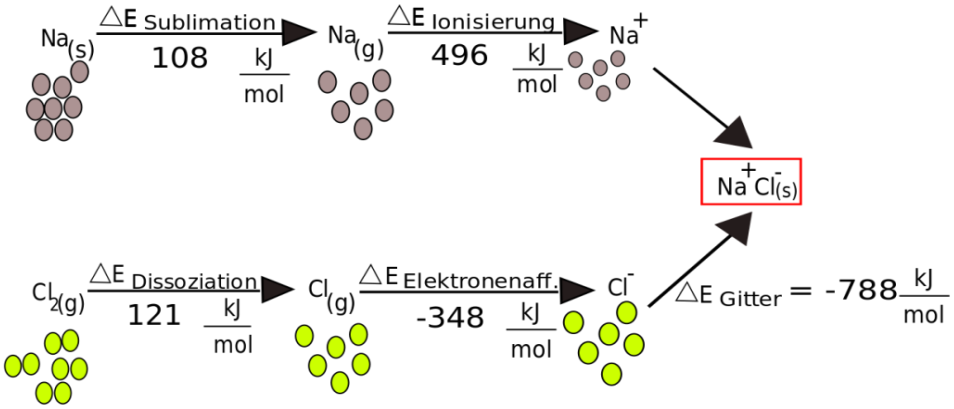

Abb. 1.19: Einzelschritte und deren Energiebeträge bei der Bildung von NaCl aus den Elementen
(1) Das Natriummetall muss verdampfen und Einzelatome bilden (**Sublimation** durch Energiezufuhr, Abb. 1.19 oben links),
(2) die Chlorgasmoleküke müssen in Einzelatome zerlegt werden (**Dissoziation** in Einzelatome durch Energiezufuhr, Abb. 1.19 unten links),
(3) sie müssen Elektronen aufnehmen (**Reduktion** bzw. „Elektronenaffinität", Freisetzung von Energie),
(4) die Natriumatome müssen sie dazu abgeben (Ionisierung, **Oxidation**),
(5) die entstandenen Ionen vereinigen sich zur ionischen, also kristallinen Verbindung NaCl (**Bildung des Ionenkristalls** unter Freisetzung der so genannten Gitterenergie, Symbol ΔE_{Gitter} unten rechts):